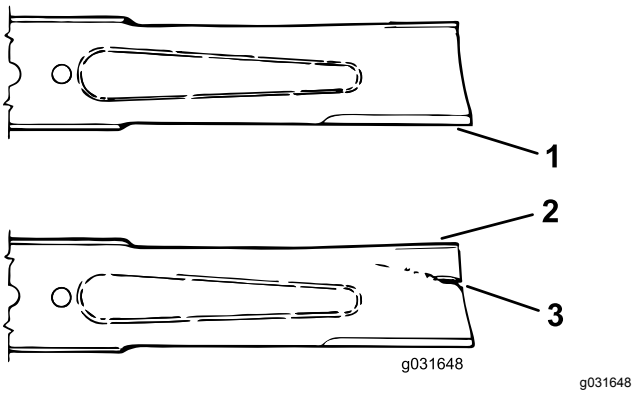

Figur 73
3. Undersök knivseggarna noggrant, i synnerhet där knivens flata och böjda del möts (Figur 73).